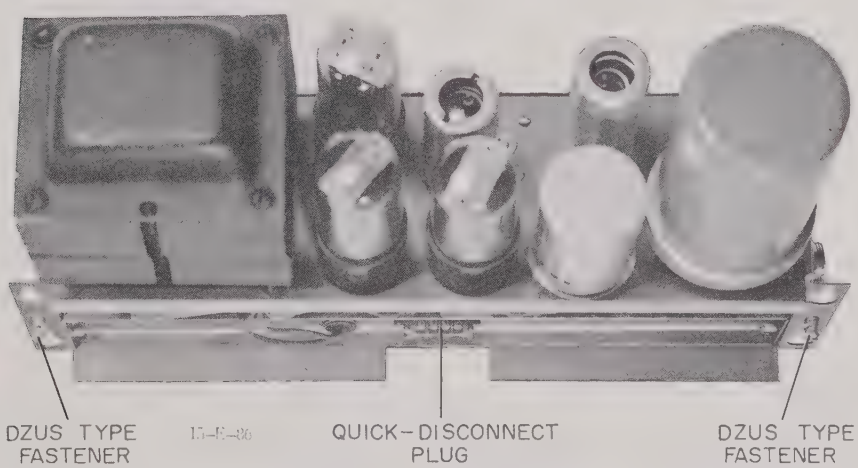

Figure 2. Rear View of Amplifier
(2) Turn Dzus fasteners on each side of amplifier (fig. 2) about one-quarter turn counterclockwise; remove amplifier.
(1) Turn Dzus fasteners until their slots are approximately horizontal.
(2) Mate plug on back of amplifier (fig. 2) with plug in back of instrument case.
(3) Turn Dzus fasteners clockwise; make sure they are secure.